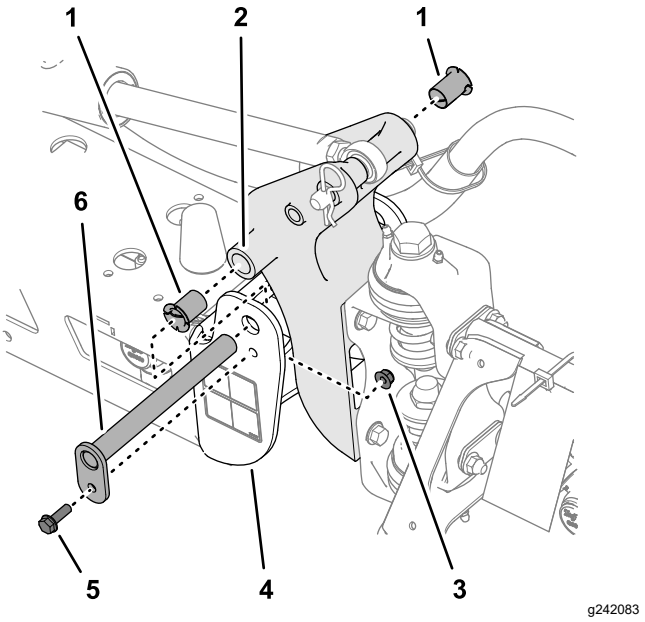

Figura 115
3. Retire o parafuso e porca que prende o pino de articulação e retire o pino (Figura 115).
5. Retire e inspecione os casquilhos de nylon dos lados dianteiro e traseiro do suporte da articulação (Figura 115).
6. Lubrifique os casquilhos de nylon com uma leve camada de óleo, e instale-os no suporte da articulação (Figura 115).
7. Alinhe dos furos no suporte da articulação com os furos do canal final (Figura 115).